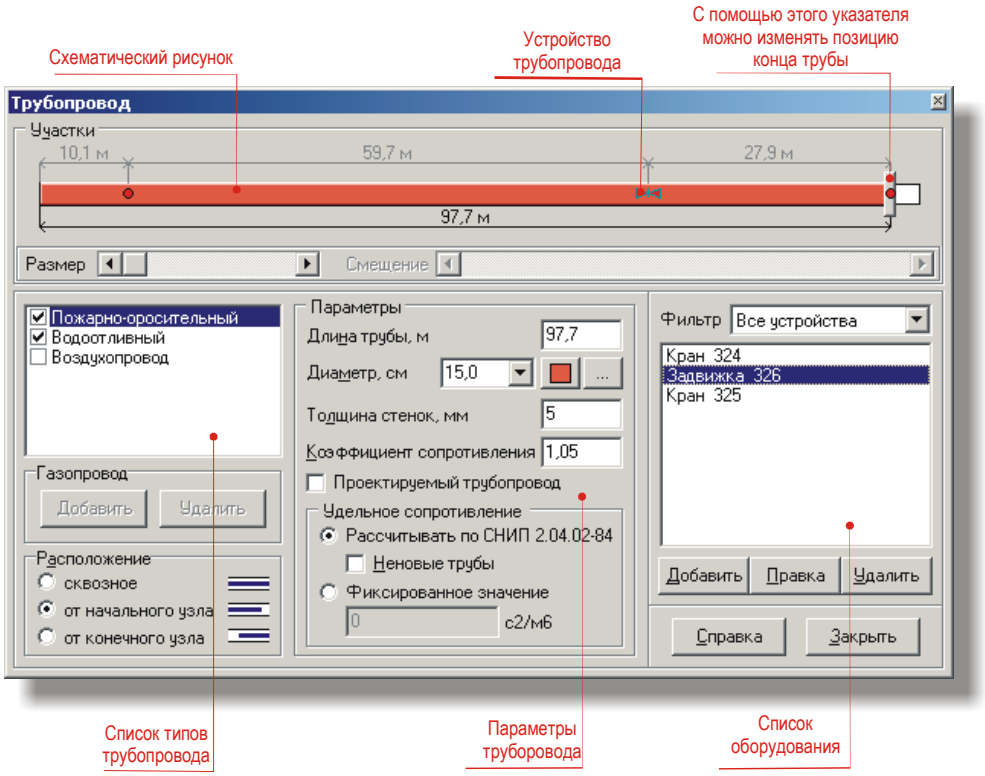

Рис. 2.12. Окно «Трубопровод»
Окно Трубопровод предназначено для установки трубопровода в выработках шахты (рис. 2.12).
1. Установить или снять признаки наличия в ветви каждого из типов трубопроводов (пожарно-оросительного, водоотливного, воздухопровода). Для этого нужно установить галочки в соответствующих полях в списке типов трубопровода (рис. 2.12).